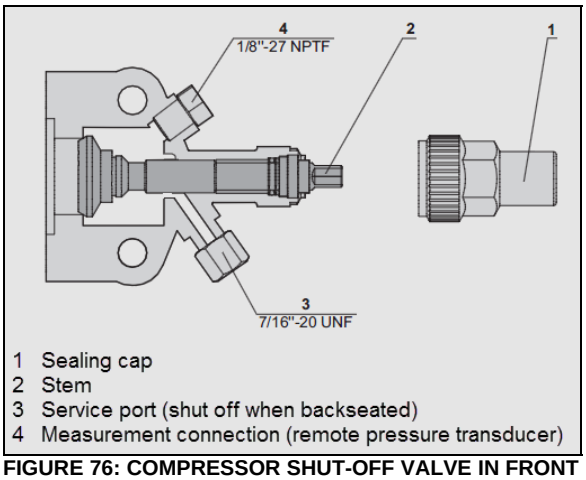

**FIGURE 76: COMPRESSOR SHUT-OFF VALVE IN FRONT SEATED POSITION**
3. Close (frontseat) the receiver tank outlet shut-off valve by turning the stem clockwise (Figure 42 and Figure 76).
10. Close (frontseat) the suction shut-off valve on the compressor (Figure 76).